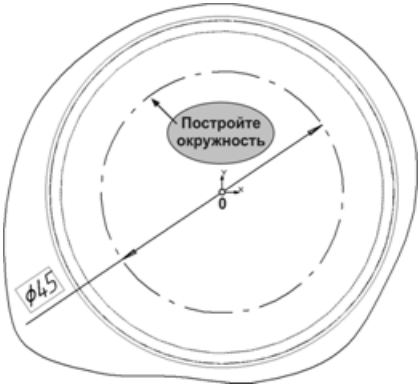

Рис. 5.177
- Нажмите кнопку **Окружность** и постройте окружность стилем линии **Осевая,** с центром в точке начала координат. Проставьте диаметральный размер к окружности и введите значение 45 (рис. 5.177).